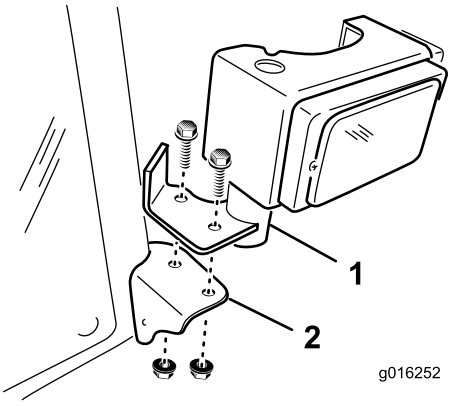

Figura 6
1. Monte el faro izquierdo en el soporte del faro de la esquina izquierda delantera de la cabina con 2 tornillos con arandela prensada de 3/8 x 1 pulgada y tuercas con arandela prensada de 3/8 pulgada (Figura 6).